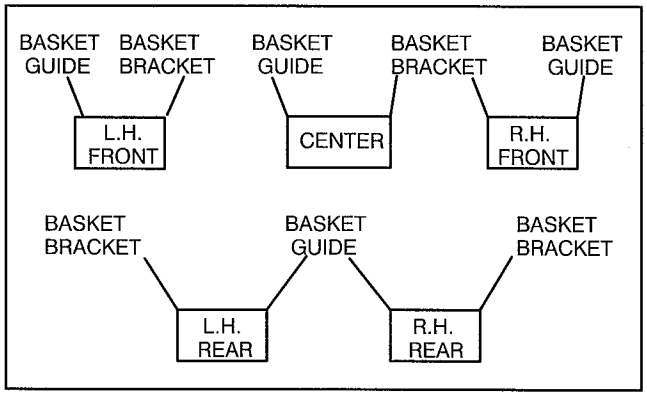
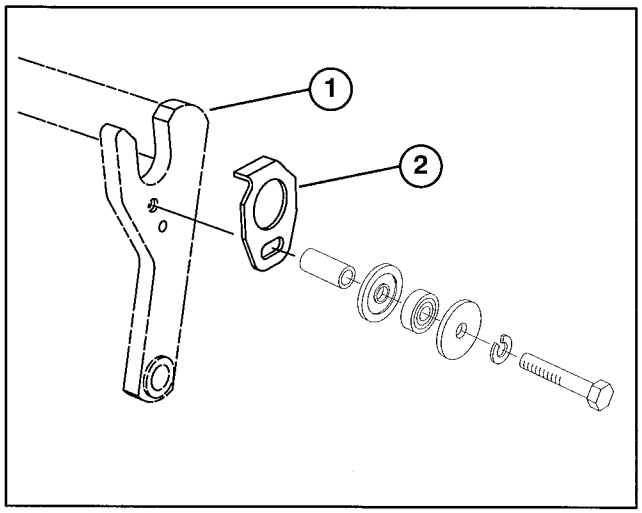
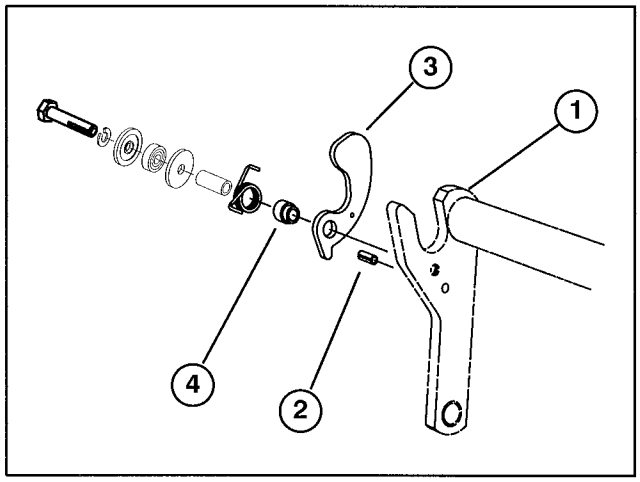
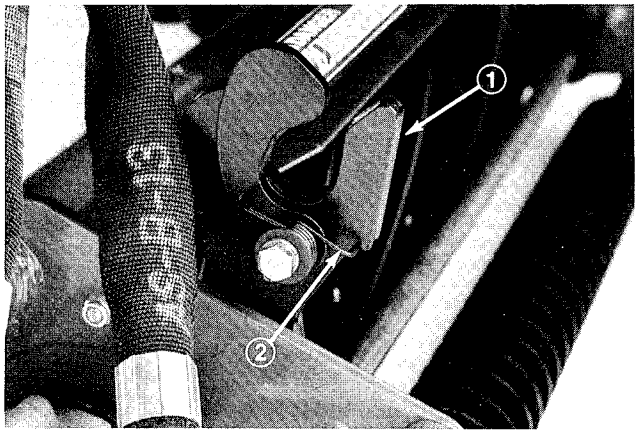

Figure 4
Figure 5
Figure 6
Figure 7
INSTALL CUTTING UNITS (Fig. 4–11)
2. Using chart below (Fig. 4) determine the locations at which basket guides or basket brackets must be mounted to cutting unit carrier frames.
Note: If cutting units are equipped with Turf Compensation Kits, remove hardware securing kit to each end of carrier frame (Fig. 5 & 6) and reuse when installing basket guides and basket brackets.
3. Mount a basket guide (Fig. 5) to the appropriate side of each cutting unit carrier frame (see figure 4) with a 5/16–18 x 1–3/4" lg. capscrew, flatwasher and lockwasher or fasteners previously removed, as shown in figure 5.
4. Install a roll pin (Fig. 6) into hole in appropriate side of each cutting unit carrier frame (Fig. 4).
5. On the same side of carrier frame as roll pin is installed, mount a basket bracket with a 5/16–18 x 1–3/4" lg. capscrew, lockwasher, flatwasher, torsion spring, basket collar or fasteners previously removed, as shown in figure 6. Torsion springs are different for L.H. and R.H. sides of carrier frames. Three are (2) L.H. and (3) R.H. springs. Longer leg of spring is to be positioned forward as shown in Fig. 7.